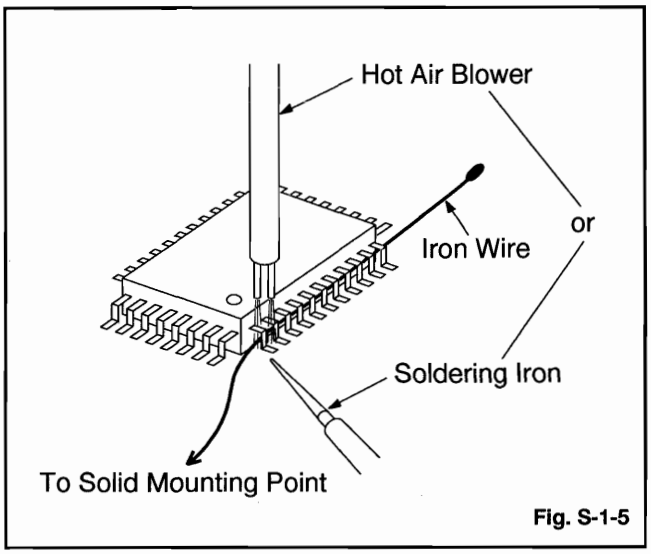

Fig. S-1-5
(2) Affix the wire to a workbench or solid mounting point, as shown in Fig. S-1-5.
(3) While heating the pins using a fine tip soldering iron or hot air blower, pull up the wire as the solder melts so as to lift the IC leads from the CBA contact pads as shown in Fig. S-1-5.